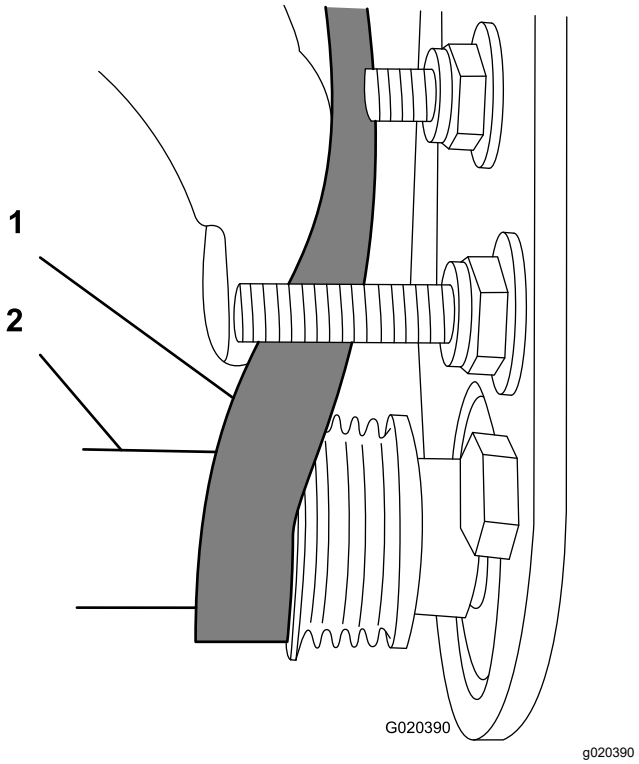

Figura 27
C. Utilice una llave de vaso profundo de 9/16" para girar el conjunto del cepillo y guiar la correa sobre la polea arrastrada (Figura 27).